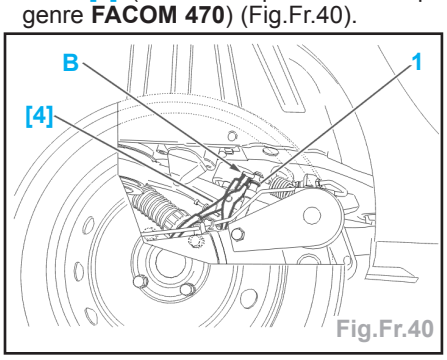

Fig.Fr.40
- Le trou (**B**) permet de mettre en place l'outil [4] (Coffret de pinces à circlips genre **FACOM 470**) (Fig.Fr.40).